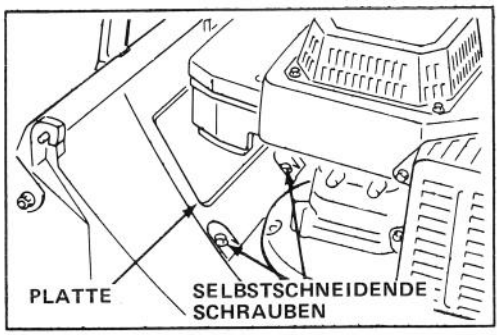

Bild 28
2. Die selbstschneidenden 1,27 cm Schrauben (2), die die Abdeckung am Mäherkasten befestigen, entfernen. Danach Abdeckung abnehmen (Bild 28).